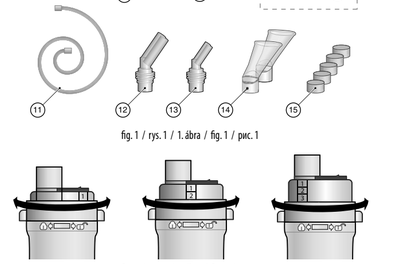

fig. 2 / rys. 2 / 2. ábra / fig. 2 / рис. 2
2. LD-N107 Nebulizer is used for respiratory inhalation (see item 8 of the «2. MAIN PARTS AND COMPONENTS» section).
3. Set Mode 1, 2, or 3 of the nebulizer with the baffle inside by turning the nebulizer cap (Fig. 2). Nebulizer Mode 1 is effective for the treatment of lower airways. Mode 2 affects the entire respiratory system. For the best therapeutic effect on upper airways, turn on Mode 3.